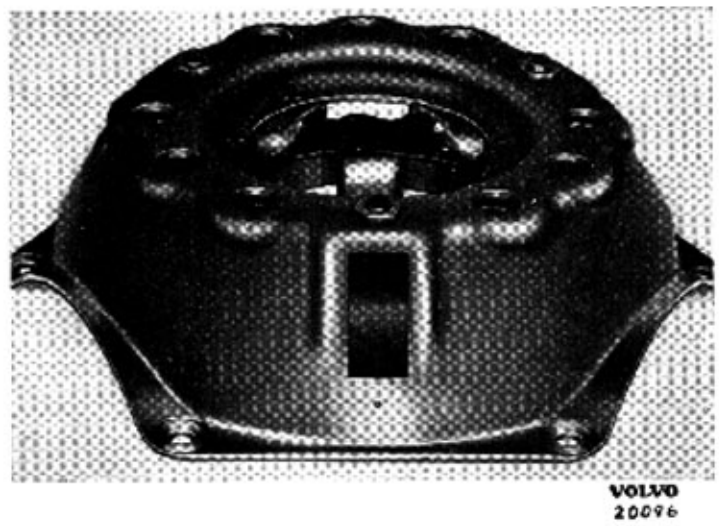

Bild 41-4. Sammärkning av kopplingskåpa och tryckplatta
1. Märk upp kopplingen enligt bild 41-4.
5. Se till att de tre fjädrarna (1 bild 41-9) för kopplingshävarmarna sitter på sina platser och lägg kopplingsplåtkåpan ovanpå de sex tryckfjädrarna i det läge som tidigare uppmärkts, bild 41-4.